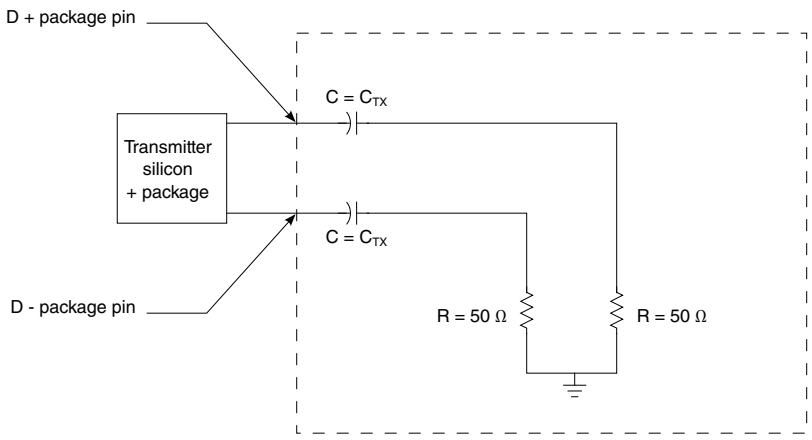

Figure 44. Test and measurement load
5. See Figure 44. on page 133.
1. Each UI is 200 ps ± 300 ppm. UI does not account for spread-spectrum clock dictated variations. 2. The maximum transmitter jitter can be derived as $T_{TX-MAX-JITTER}$ = 1 -T_{TX-EYE} = 0.25 UI. Does not include spread-spectrum or REFCLK jitter. Includes devices random jitter at 10^{-12}. 3. Specified at the measurement point into a timing and voltage test load and measured over any 250 consecutive transmitter Uis. 4. A T_{TX-EYE} - 0.75 UI provides for a a total sum of deterministic and random jitter budget of $T_{TX-JITTER-MAX}$ = 0.25 UI for the transmitter collected over any 250 consecutive transmitter Uis. The $T_{TX-EYE-MEDIAN-to-MAX-JITTER}$ median is less than half of the total transmitter budget collected over any 250 consecutive transmitter UIs. It must be noted that the median is not the same as the mean. The jitter median describes the point in time where the number of jitter points on either side is approximately equal as opposed to the averaged time value. 5. See Figure 44. on page 133. 6. Reference input clock RMS jitter (< 1.5 MHz) at pin < 1 ps. 7. All transmitters must be AC coupled. The AC coupling is required either within the media or within the transmitting component itself. 8. The chip's SerDes transmitter does not have C_{TX} built-in. An external AC coupling capacitor is required.